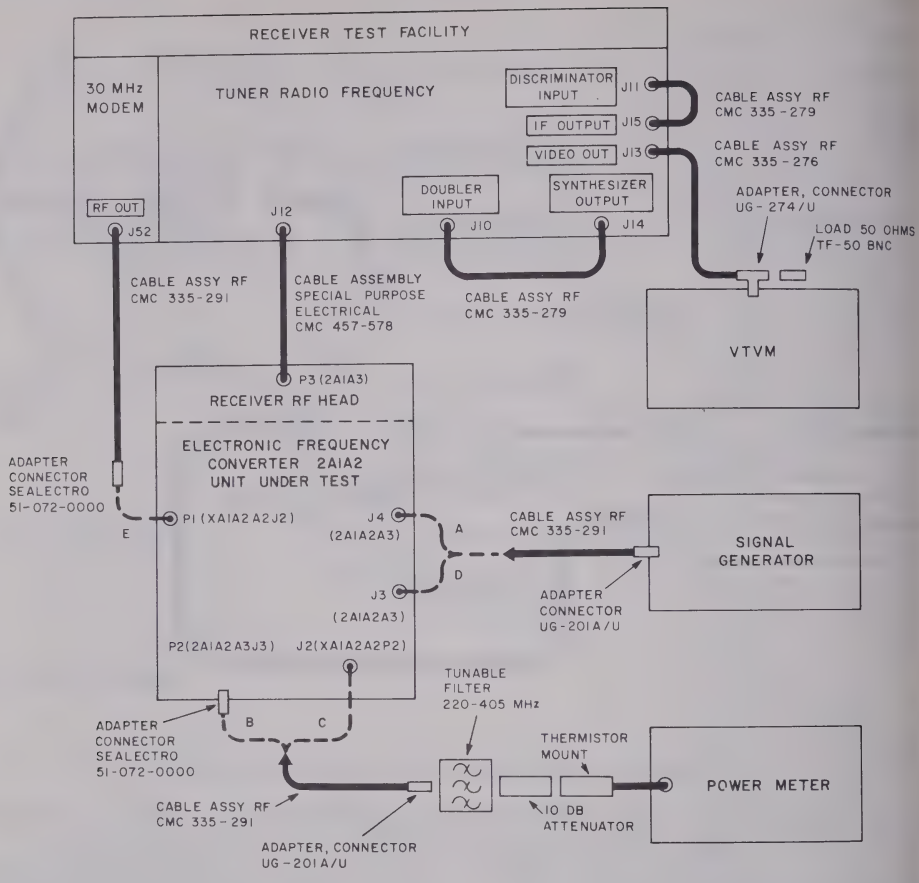

Figure 4-138. Electronic frequency converter 2A1A2 operational check, test set-up.
b. Defective bandpass filter assembly 2A1A2A3.	*b.* If power at P2 (2A1A2A3J3) normal, reconnect P2 to J3 of 2A1A2A3, remove frequency mixer stage 2A1A2A2 (para 3-60) and connect power meter to J2 (X2A1A2A2P3) (fig. 4-138C). Power meter should indicate no less than 3 db below level obtained in *a* above. (1) If indication abnormal, connect signal generator tuned to 330.0 MHz at an output level of +7 dbm to J3 of 2A1A2A3 (fig. 4-138). Adjust MULT PEAK for maximum indication on power meter. Power meter should indicate no less than +4 dbm. If required output not obtained, refer to higher echelon for replacement of 2A1A2A3. (2) If required output obtained in *b*(1) above, loosen the Allen screw on the flexible shaft connected to 2A1A2A1 and carry out alignment procedures (para 4-100 *b.*).